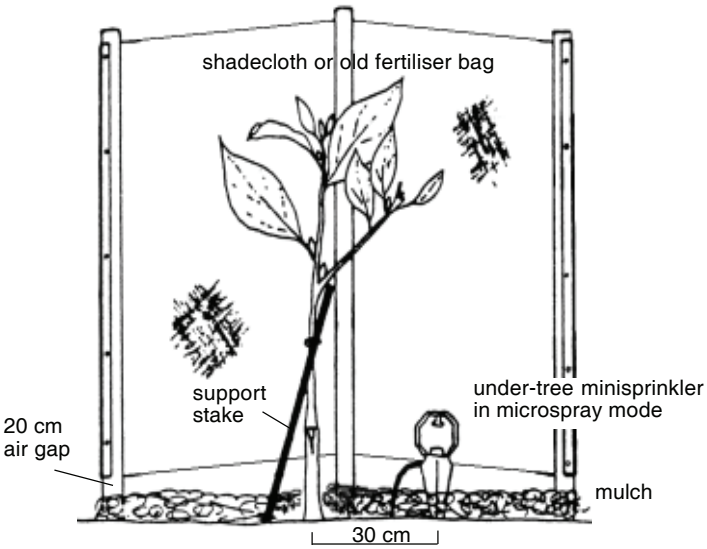

Figure 12. *Tree guards*
7. Where perimeter windbreaks are poorly developed, use tree guards 1.5 m high (Figure 12). These guards also give some protection from frost, sunburn and damage from hares and wallabies. Use old fertiliser bags or a cheap shadecloth around wooden stakes. Four stakes should be placed in a one-metre square around the tree. Alternatively, three stakes can be used to form a triangular guard. In this case, point the triangle into the direction of the main prevailing wind (Figure 13).